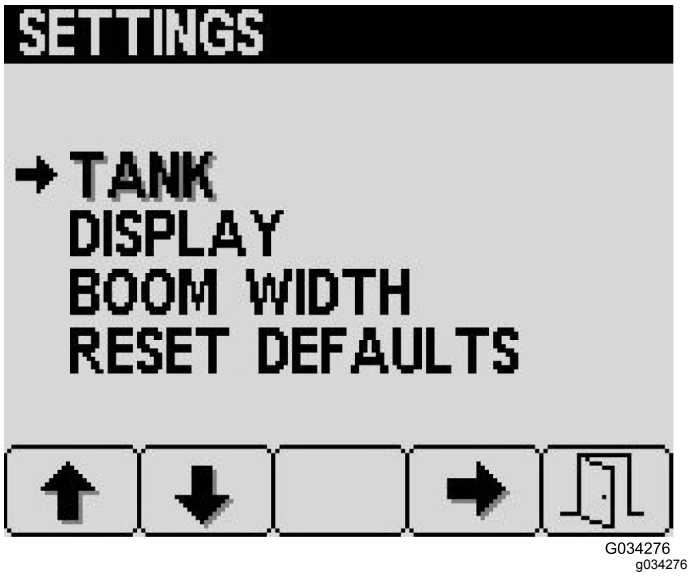

Figur 25
1. Tryck på knapp 2 på skärmen Inställningar för att gå till alternativet Tank och tryck på knapp 4 för att välja Tank (Figur 25).